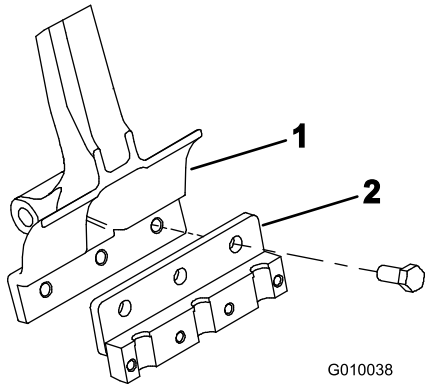

Figur 23
2. Montera en luftarpinnshållare på varje luftarpinnsarm med tre bultar (1/2 x 1–1/4 tum) (Figur 23). Dra åt bultarna till ett moment på 101,6 Nm.